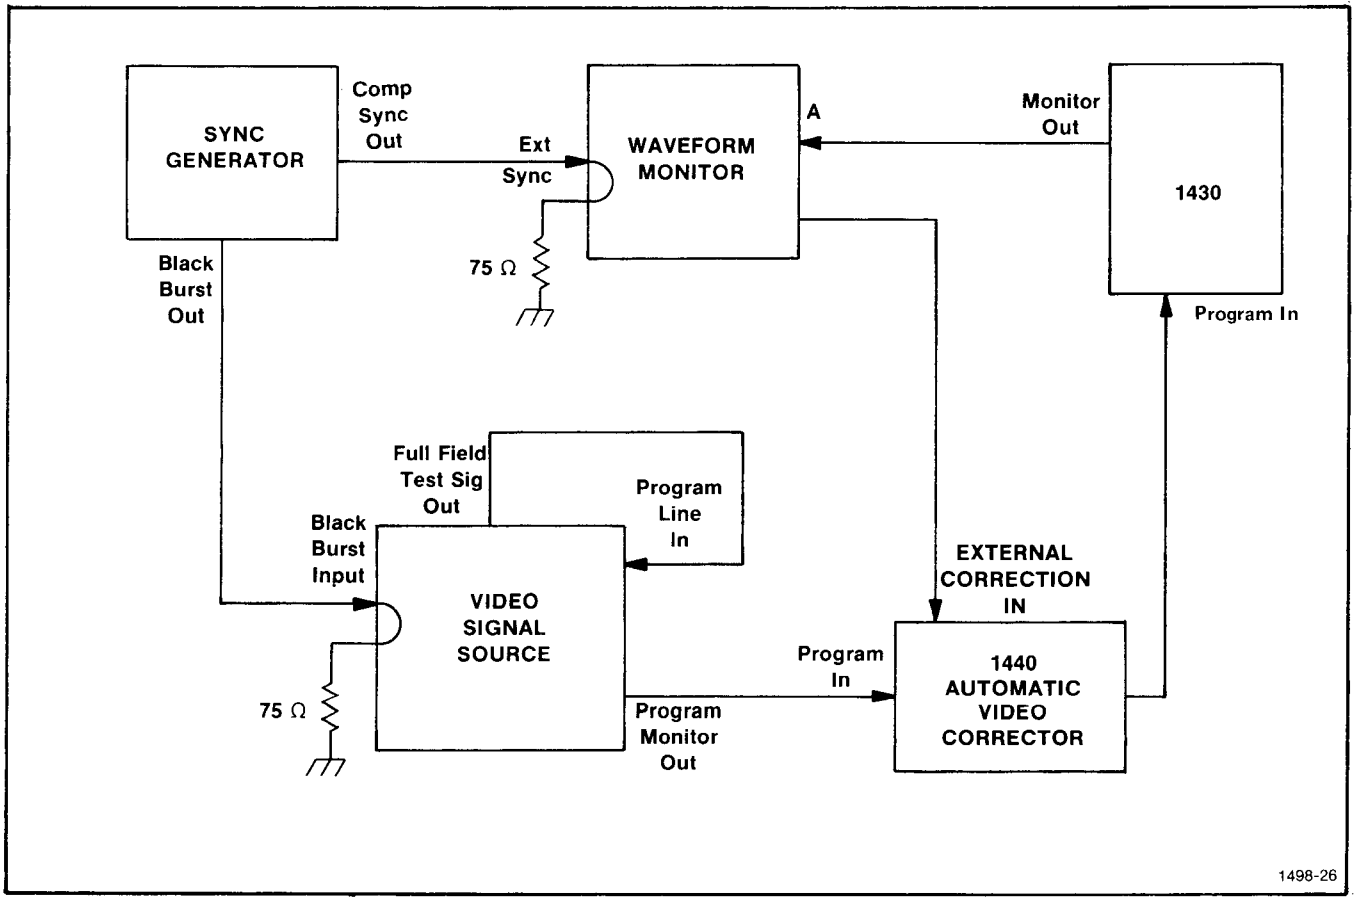

Fig. 5-12. Connections for Demodulator Control calibration (Alternate Method).
a. Connections are shown in Fig. 5-12.